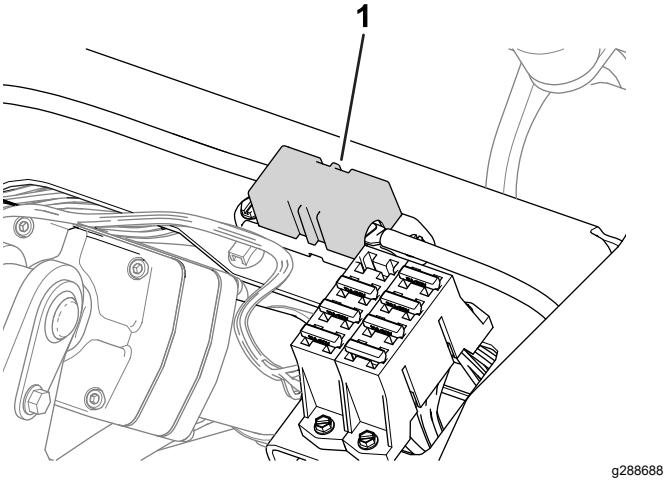

Figuur 43
- De zekeringen voor de rechter wielmotor (60 A) bevinden zich onder de stoel (Figuur 43).